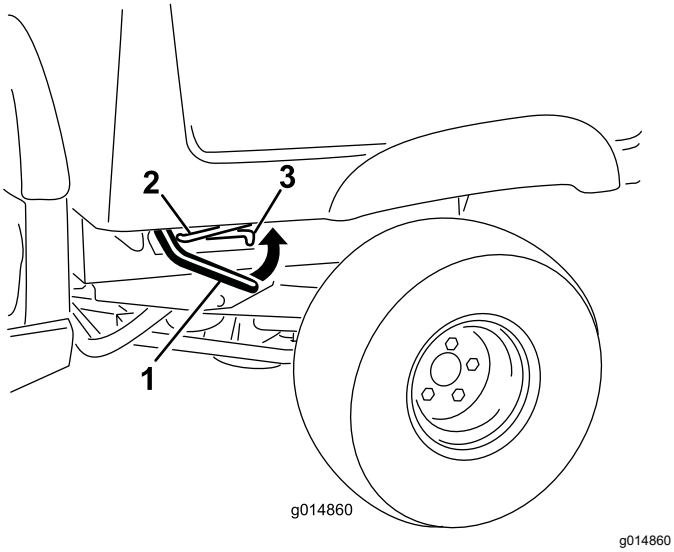

Figuur 12
1. Zet de hendels aan beide zijden van de laadbak omhoog en breng de laadbak omhoog (Figuur 12).
1. Til de laadbak licht omhoog door de grendelhandgreep omhoog te brengen (Figuur 12).